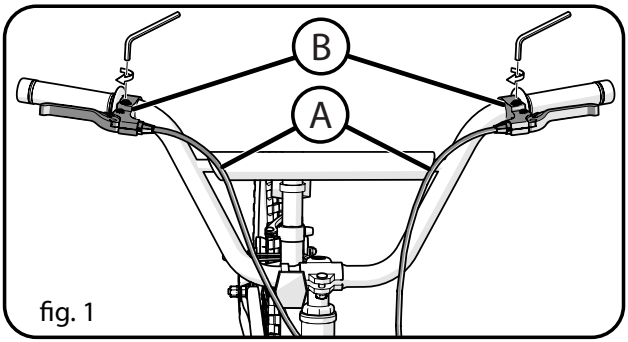

fig. 1
- Insert Cable Barrel (C) into Brake Lever (B).
- Insert Brake Cable (A) into Groove as shown.
- Rotate Housing Groove (D) away from Cable Groove and tighten Housing Nut (E).
- Make sure there is no gap at Brake Lever (F) and that Brake Cable (A) is fully seated.
- Rotate Brake Levers (B) into a comfortable riding position and tighten securely (**fig. 1**).